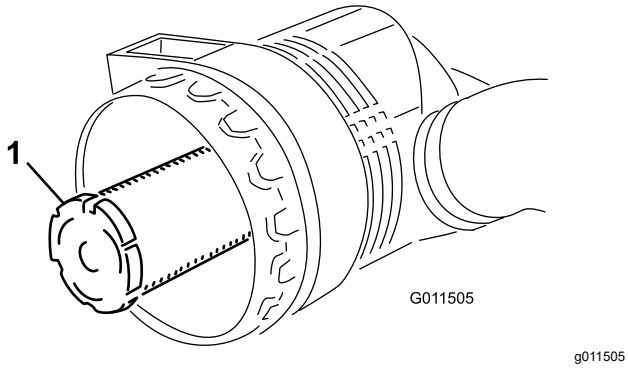

**Рисунок 87**
***Внимание:*** **Никогда не пытайтесь очистить контрольный фильтр (Рисунок 87). Заменяйте контрольный фильтр новым после каждых трех обслуживаний фильтра грубой очистки.**